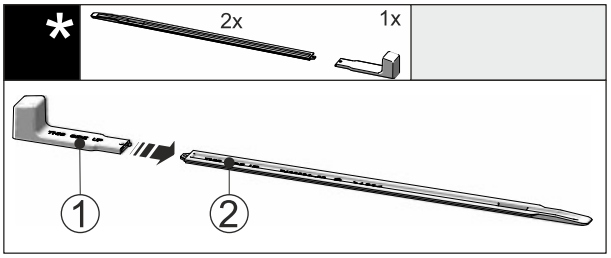

Fig. 51
▶ Atașați mânerul de montare *Fig. 51 (1)* la șina de nivelare *Fig. 51 (2)*.